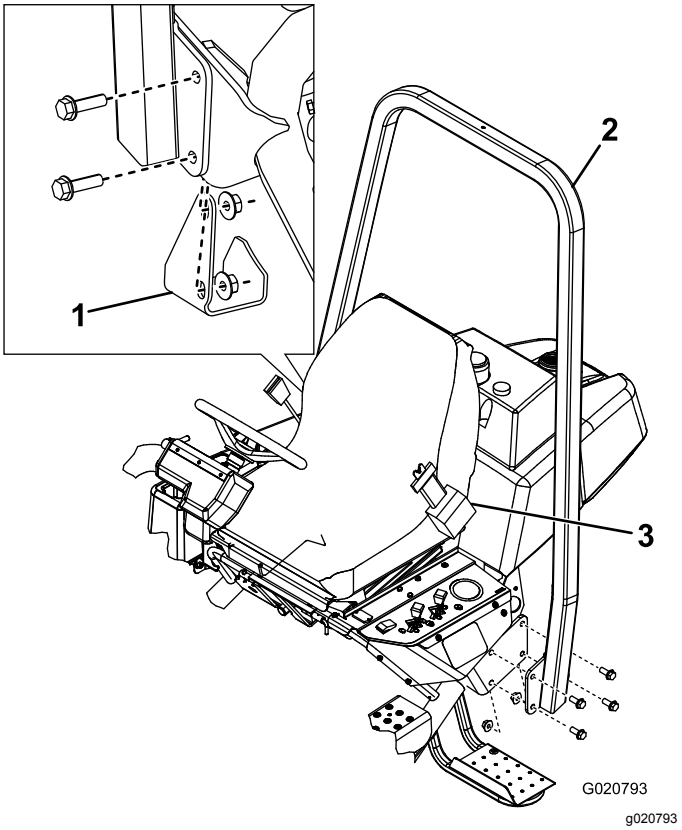

Figur 6
2. Senk veltebeskyttelsesrammen (Figur 6) ned på monteringsbrakettene, og rett inn monteringshullene.